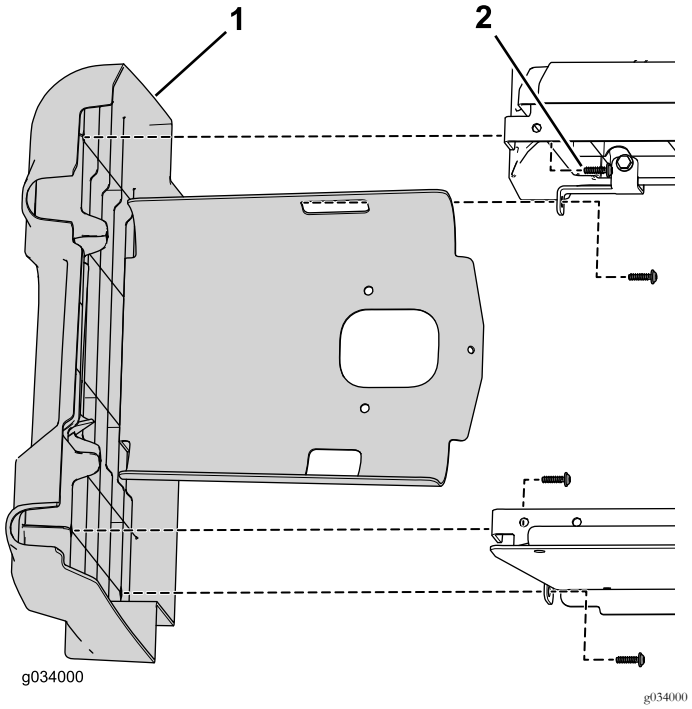

Figura 3
6. Retire os quatro parafusos que fixam o painel esquerdo ao conjunto do banco inferior (Figura 3).